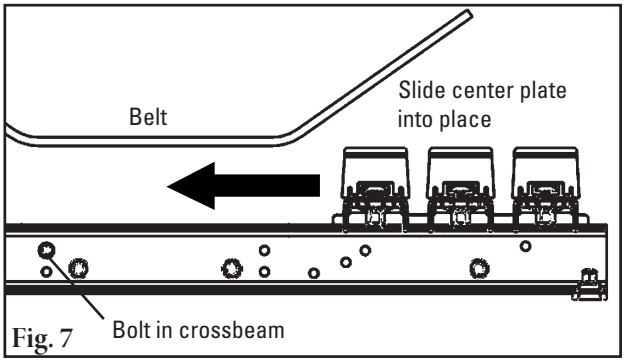

Fig. 7
7. **Install new bars and supports onto center plate.** Place the new bars and bar supports onto the center plate with the chamfered ends facing the tail pulley. Line up the bolts and tighten the bars to the center plate. Tighten to 135 N/m (100 ft-lb) torque. Slide center plate back into place (Fig. 7). Tighten center plate bolts to 60 ft-lb (81 N/m) torque.